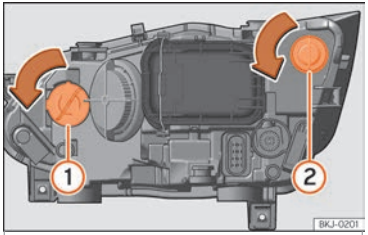

Fig. 106 No compartimento do motor: lâmpada de luz intermitente (1) e lâmpada de luz DRL (luz diurna) (2).
– Rode o porta-lâmpadas ››› Fig. 106 (1) ou (2) para a esquerda e puxe.